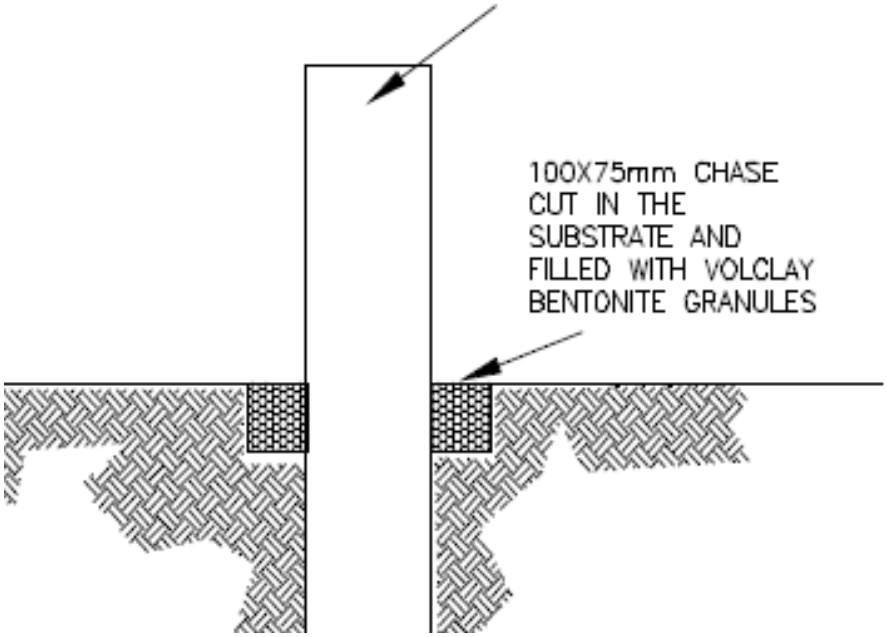
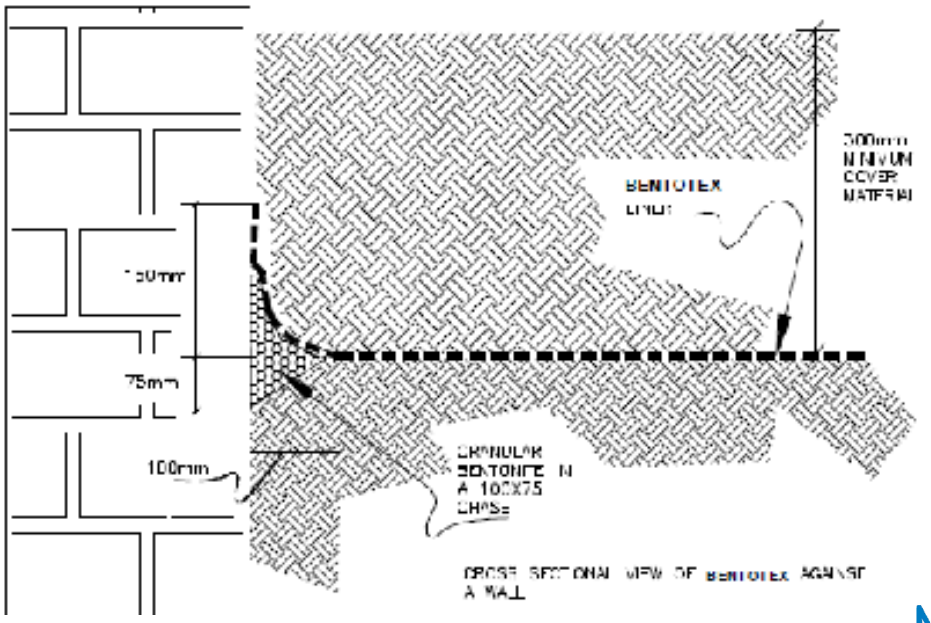

Figure 5a. Cross-section of a vertical penetration
Figure 5b. Isometric view of completed vertical penetration
8.5 Vertical penetrations are prepared by notching into the subgrade as shown in Figure 5a. The penetration is completed with two separate pieces of GCL as shown in Figure 5b. A secondary collar is optional in this case.